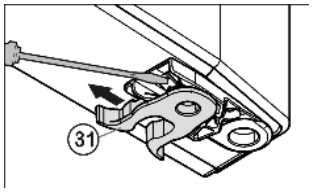

Fig. 7
- ▶ Permuter la pince élastique *Fig. 7 (31)* : appuyer sur l'ergot puis retirer la pince élastique.